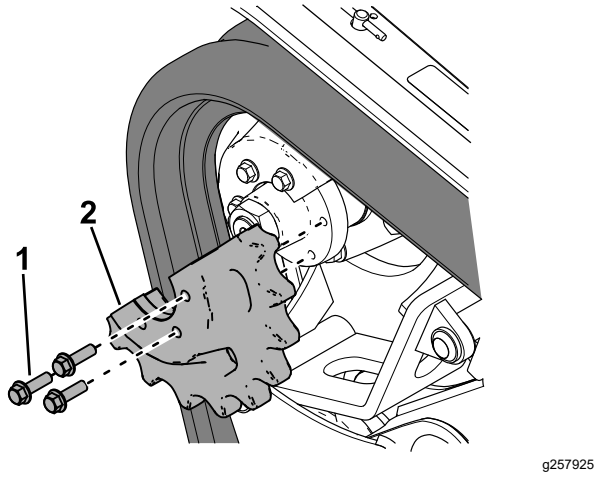

Figura 62
19. Aplique sellador de roscas en los pernos de la mitad del piñón de arrastre que retiró e instale la mitad del piñón (Figura 62). Apriete los pernos a entre 95 y 115 N·m.